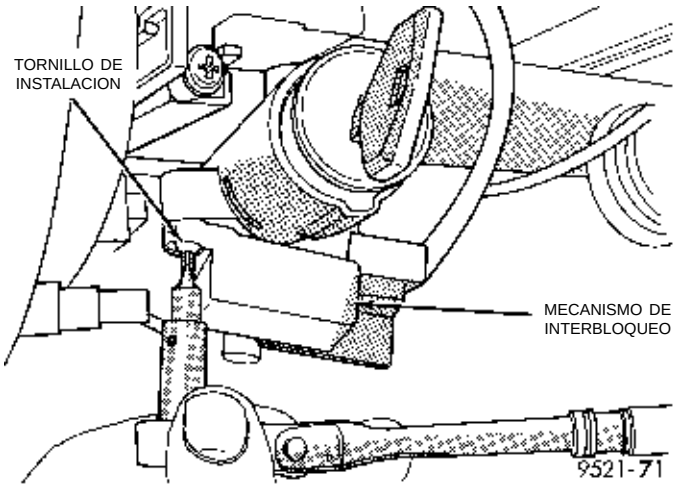

Fig. 30 Mecanismo de interbloqueo
(3) Retire los dos tornillos que fijan el mecanismo de interbloqueo a la columna de dirección (Fig. 30). Retire la cubierta del interbloqueo.